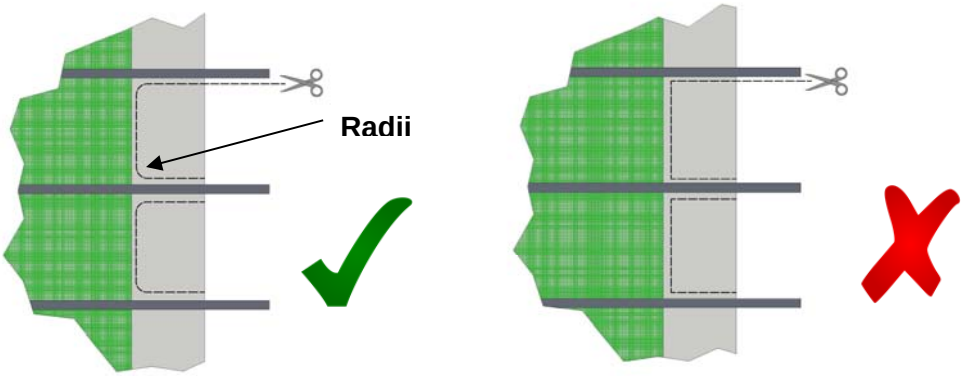

Abbildung 17
5.4 Das Paneel wurde so gefertigt, dass es in die Öffnung passt. Falls es trotzdem erforderlich sein sollte, es zurecht zu schneiden, verwenden Sie eine Schere/Messer, um den Stoff von den Seiten der Gewebegurte zu entfernen. Achten Sie dabei darauf, dass alle Ecken abgerundet sind (Abbildung 17). Entfernen Sie immer überschüssigen Stoff. Schneiden Sie nicht einfach nur an der Seite des Gewebes, da dadurch eine lose Krempe entsteht. **Entfernen Sie nicht den Stoff von der Rückseite des Gewebes.** Gehen Sie beim zurecht schneiden vorsichtig vor, da das abschließende Spannen und Einstellen erst in Abschnitt 5.5 erfolgt.